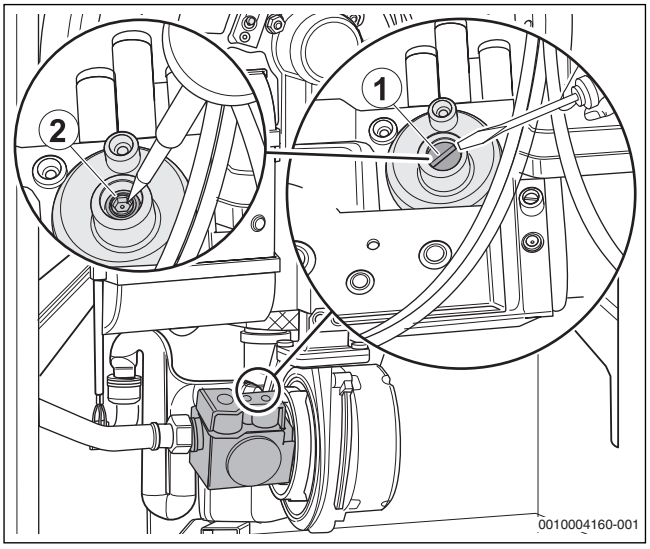

Bild 53 CO_2-Einstellung bei Teillast prüfen
- Abdeckschraube der Teillast-Einstellschraube entfernen (→Bild 53, [1], Seite 29).
- Bei CO_2-Werten unter 9,8 % oder über 10,8 %, die Einstellung an der Kleinlast-Einstellschraube korrigieren (→ Bild 53, Seite 29 und Tabelle 10).